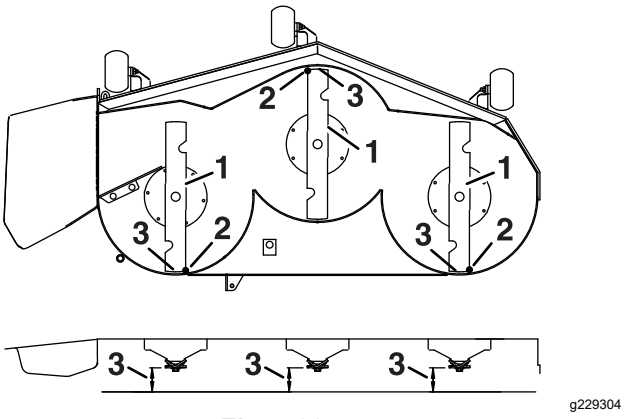

Figur 82
7. Sjekk knivnivået på langs (Figur 82). Påse at tuppen på den fremre kniven er lavere enn tuppen på den bakre kniven, som vist i tabellen for blokkhøyde og rake. Hvis det er nødvendig med justering, fortsett med denne prosedyren.